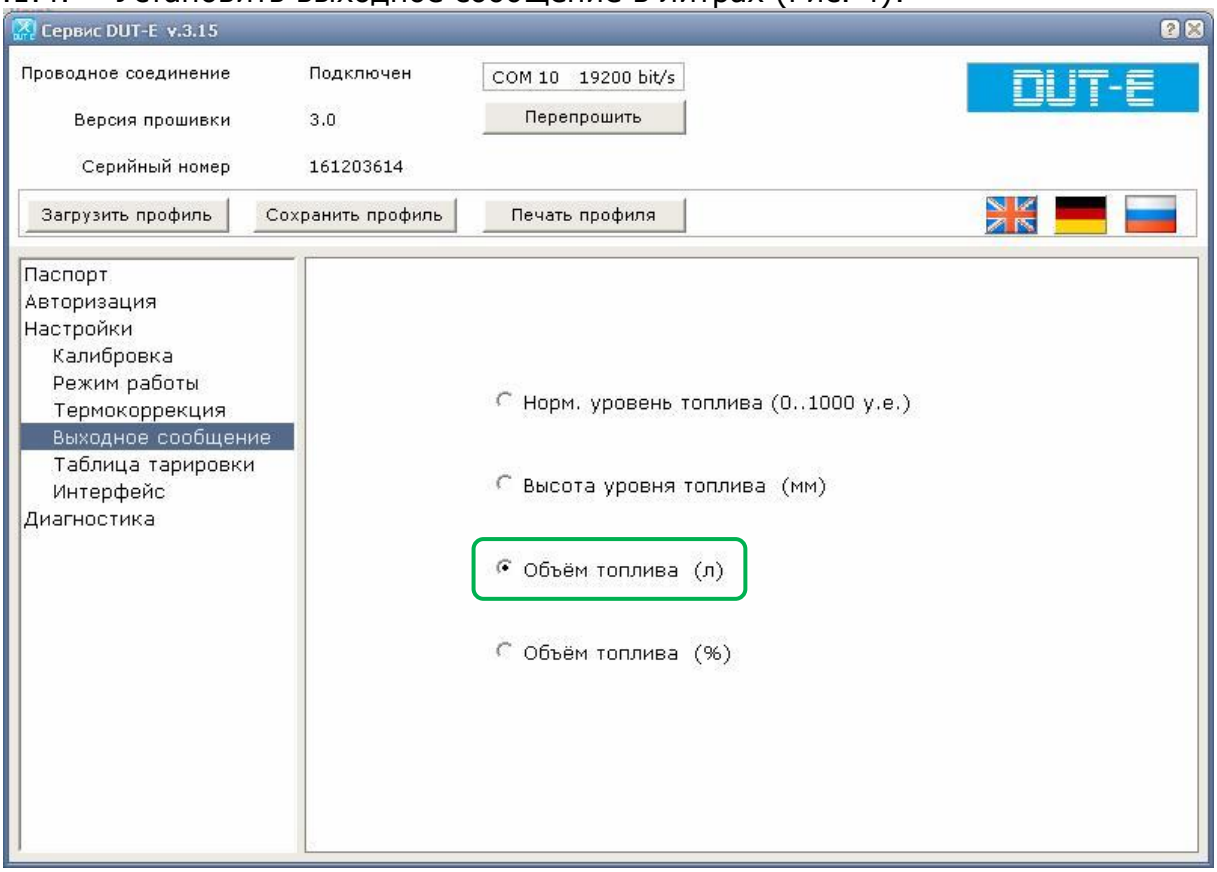

Рисунок 4
3.1.4. Установить выходное сообщение в литрах (Рис. 4):